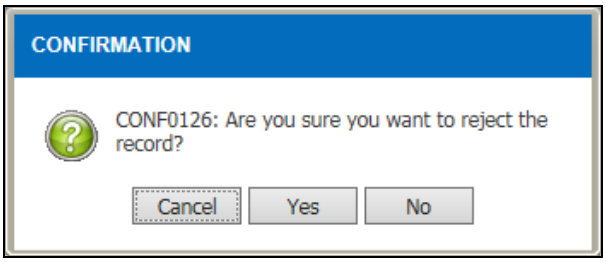

Figure 3.3-6 Confirmation Message
b) Click on the Reject button to reject the record and confirmation message will be display as Figure 3.3-6